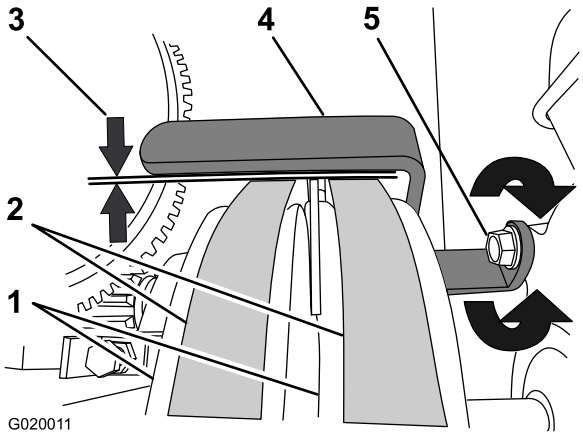

Figura 73
3. Compruebe que la holgura entre la guía de las correas y las correas es de 2.5 a 4.0 mm (3/32 a 5/32 pulgada); consulte Figura 73.
A. Afloje el perno que sujeta la guía de las correas al motor (Figura 73).
B. Mueva la guía de las correas hacia arriba o hacia abajo hasta que quede una holgura de 2.5 a 4.0 mm (3/32 a 5/32 pulgada) entre la guía y cada correa (Figura 73).
C. Apriete el perno que sujeta la guía de las correas al motor (Figura 73).